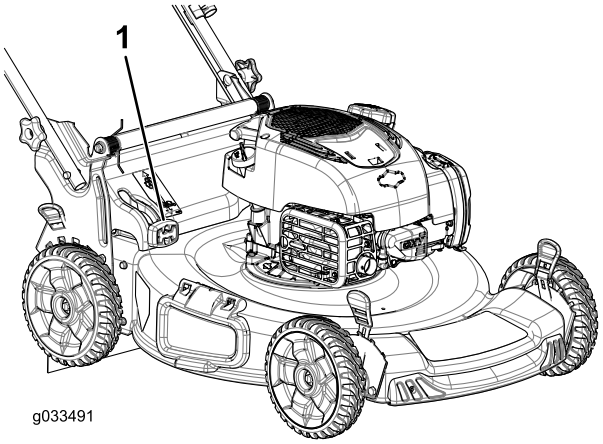

Figur 22
- Om du vill samla upp gräs- och lövklipp trycker du på knappen på uppsamlingspåsens snabbutlösarspak och för spaken framåt till dess att knappen på spaken hoppar upp.Figur 22